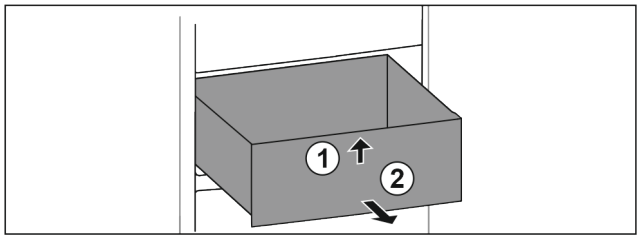

Fig. 166
▶ 抬起抽屉前部。 *Fig. 166 (1)*
▶ 朝前取出抽屉。 *Fig. 166 (2)*